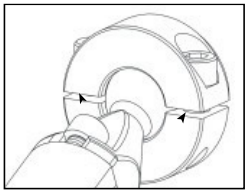

Fig. 2A Richtige Ausrichtung
- (Fig. 2A, 2B) Die gerändelten Kugeln verhindern zwar unerwünschte Bewegungen des Polsters, doch die Stellringe müssen gleichmäßig angezogen werden, um die volle Verriegelungskraft zu erreichen.